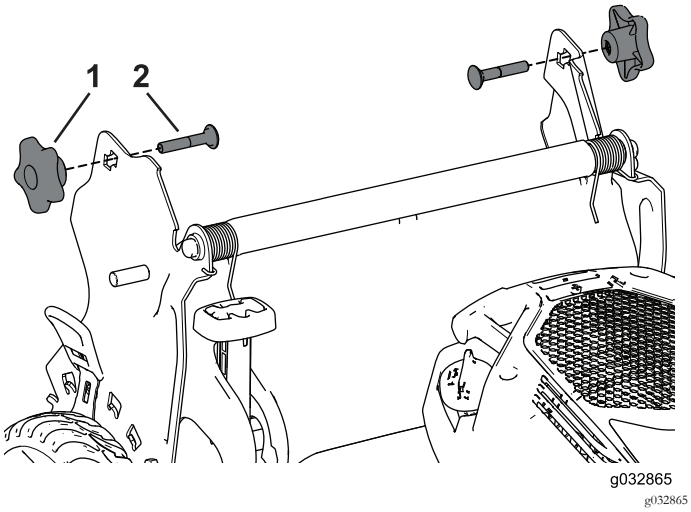

Figuur 31
3. Steek de slotbout (met de boutkop naar de binnenkant gericht) door de handgreep en de bovenste opening in het handgreepuiteinde. Trek aan de knoppen totdat de vierkante randen van alle slotbouten goed in de bijbehorende vierkante openingen passen (Figuur 31).